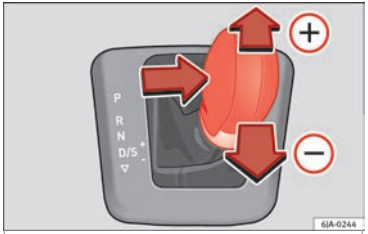

Fig. 179 Selector lever: Tiptronic.
– Push the selector lever gently forwards (+) ››› **Fig. 179**.
– Push the selector lever gently backwards (-) ››› **Fig. 179**.